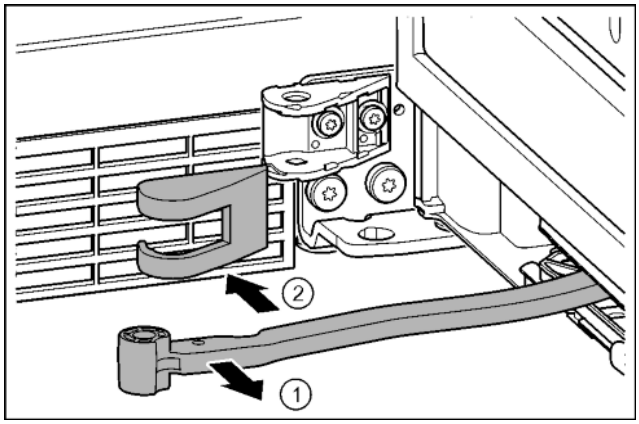

Fig. 19
- ▶ Turn the hinge in the direction of the door. *Fig. 19 (1)*
- ▶ Remove the bearing bracket cover. *Fig. 19 (2)*